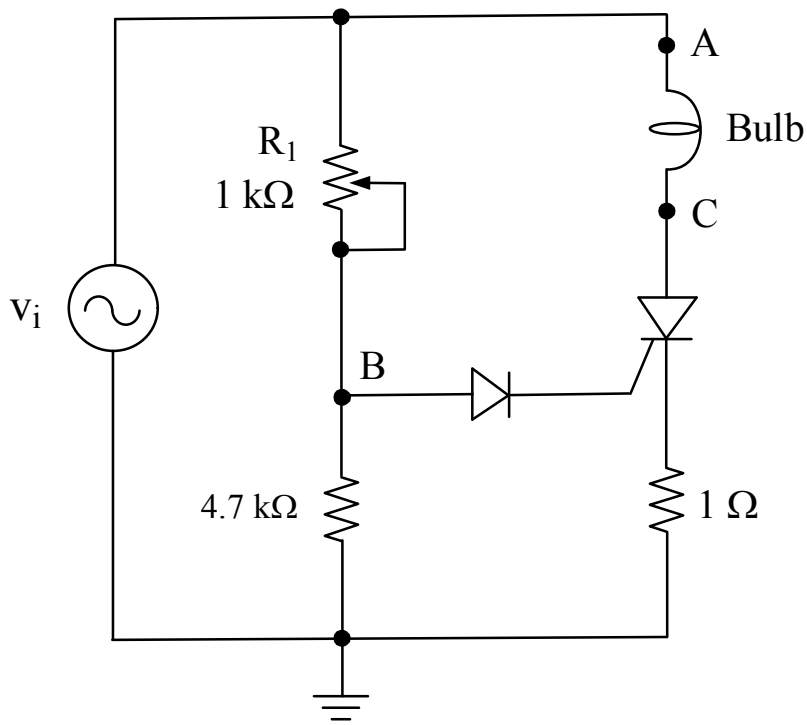

Figure 1
1. Construct the circuit as in Figure 1. $V_{in} = 6\ V_p$.